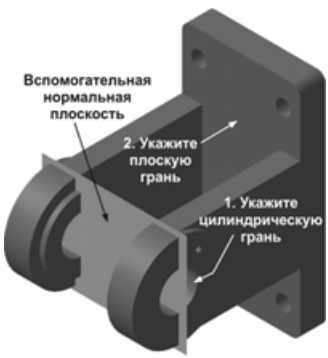

Рис. 5.149
- Нажмите кнопку **Нормальная плоскость** панели расширенных команд построения вспомогательных плоскостей и укажите цилиндрическую грань сквозного отверстия, нормально к которой должна пройти плоскость (рис. 5.149).
ти новая плоскость. Укажите плоскую грань основания, как это показано на рис. 5.149.